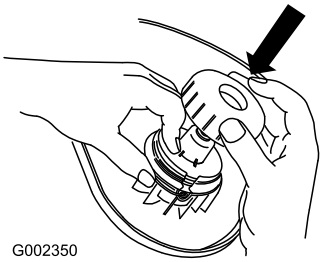

Bild 16
2. Halten Sie den Schneidfaden und die Spule fest und setzen Sie dann die Kappe auf die Spule (Bild 16).